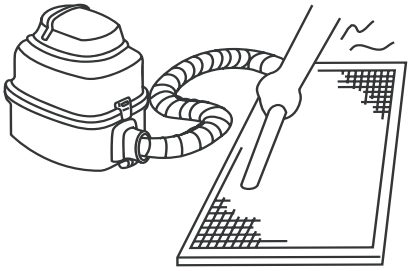

Rys. 5-4
- *Jeżeli do czyszczenia używasz odkurzacza, skieruj filtr stroną zasysającą powietrze w górę. (Patrz Rys. 5-4)*